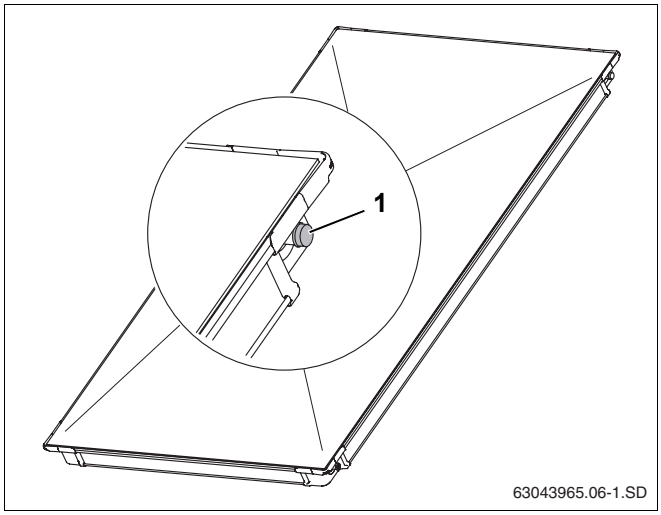

Rys. 6 Kapturki z tworzywa sztucznego na przyłączach kolektorów
- Kapturki z tworzywa sztucznego (rys. 6, **poz. 1**) należy zdjąć bezpośrednio przed montażem.